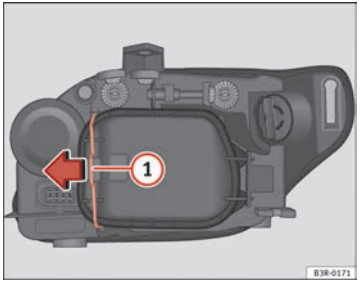

Fig. 212 Side light bulb (outside of vehicle)
– Move the brace ⇒ Fig. 212 (1) in the direction of the arrow and remove the rigid cover, separating the brace side and then removing the two tabs from the other end of the cover.